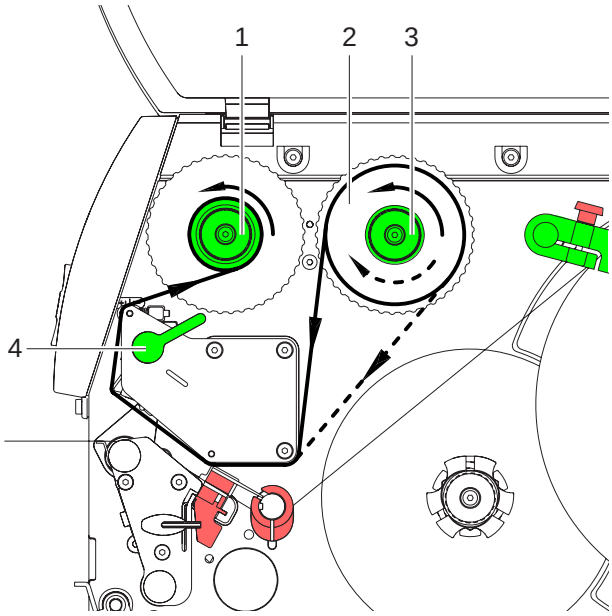

Fig. 10: Fonctionnement de la feuille de transfert
2. Tourner le levier (4) dans le sens contraire des aiguilles d'une montre pour soulever la tête d'impression.
3. Pousser le rouleau de la feuille de transfert (2) jusqu'à la butée sur le dérouleur (3) de manière à ce que la revêtement de couleur de la feuille pointe vers le bas lors du déroulement. Aucun sens de rotation n'est prescrit à l'avance sur le dérouleur (3).
4. Immobiliser le rouleau de la feuille de transfert (2) et tourner le bouton de réglage sur le dérouleur (3) dans le sens inverse des aiguilles d'une montre jusqu'à ce que le rouleau soit fixé.
5. Pousser le noyau de feuilles de transfert approprié sur l'enrouleur de feuilles de transfert (1) et fixer de la même manière.
6. Guider la feuille de transfert à travers l'unité d'impression comme dans la figure 10.
7. Fixer le début des feuilles de transfert avec une bande collante sur le noyau (1). Respecter le sens de rotation – à l'inverse des aiguilles d'une montre – de l'enrouleur de feuilles de transfert.
8. Tourner l'enrouleur (1) à l'inverse des aiguilles d'une montre pour lisser le mouvement de la feuille de transfert.
9. Tourner la manette (4) dans le sens des aiguilles d'une montre pour bloquer la tête d'impression.
1. Tourner la manette (4, Fig. 10) dans le sens inverse des aiguilles d'une montre pour relever la tête d'impression.